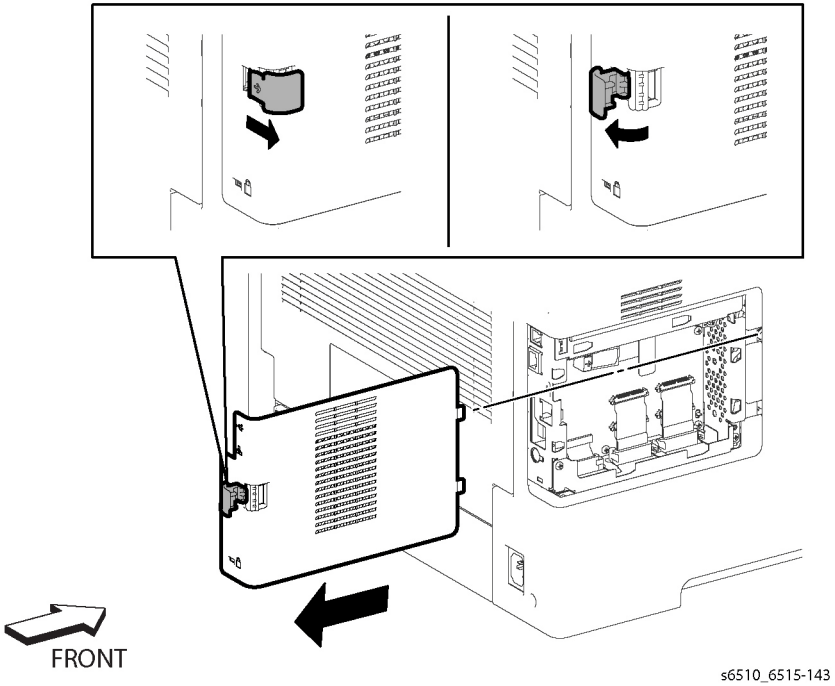

Figure 1 Remove the ESS Window Assembly (MFP)
1. Refer to Figure 1 to release the lever in the direction of the arrow.